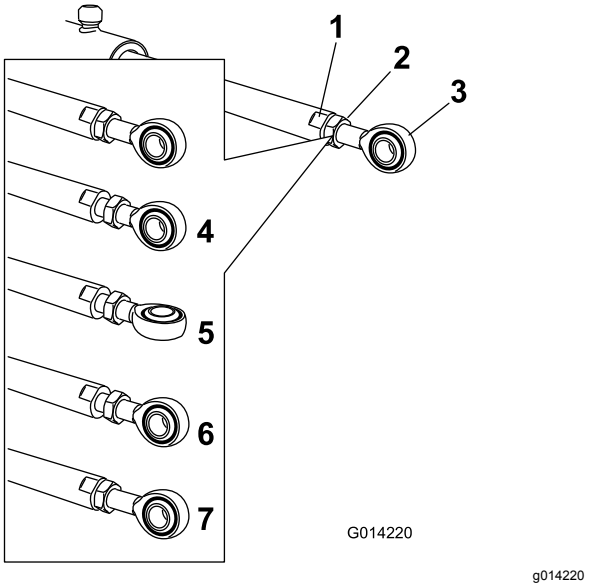

**Figuur 59**
5. Zet een moersleutel op de platte kanten van de actuatorstang om deze te immobiliseren en zet vervolgens de contramoer los zodat de stang met het oog kan worden bewogen (Figuur 59).
6. Draai de oogstang in de actuatorstang om de uitstekende actuator te verkorten of te verlengen tot de gewenste stand (Figuur 59).